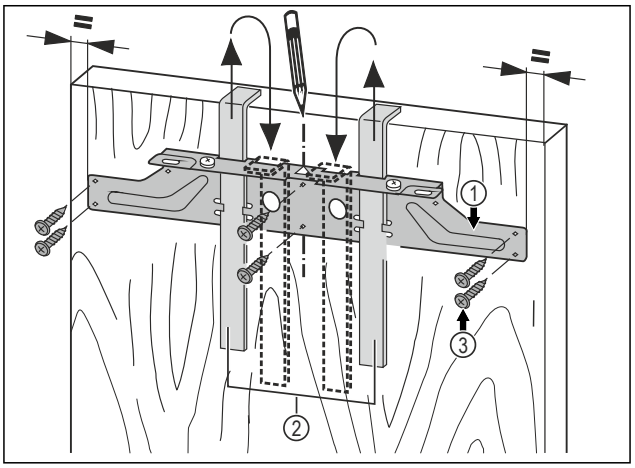

Fig. 45
- ▶ Befestigungstraverse *Fig. 45 (1)* mit den Montagehilfen *Fig. 45 (2)* auf die Innenseite der Möbeltür hängen.
- ▶ Befestigungstraverse *Fig. 45 (1)* mittig auf der Tür ausrichten.
- ▶ Die Befestigungstraverse *Fig. 45 (1)* mit mindestens 6 Schrauben *Fig. 45 (3)* festschrauben.
- ▶ Befestigungstraverse *Fig. 45 (1)* mit 4 Schrauben *Fig. 45 (3)* am Rand festschrauben.
▶ Montagehilfen *Fig. 45 (2)* nach oben herausziehen und in die danebenliegenden Aufnahmeöffnungen gedreht einschieben.